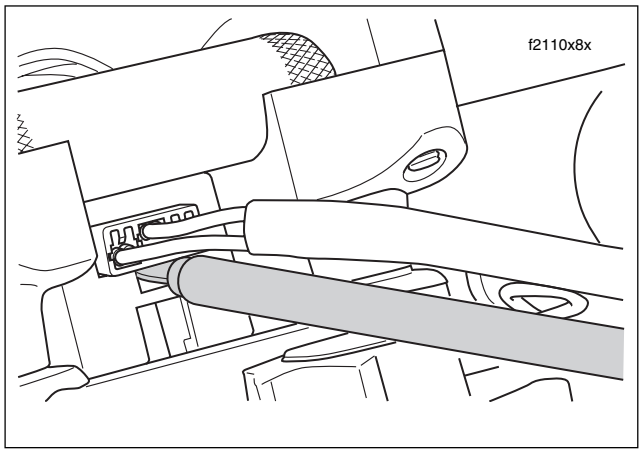

Figure 8-75. Pull Main Harness Conduit and Tool to Release Socket Housing
c. Grasping main harness conduit and tool, pull both at the same time to release socket housing from ignition switch housing. See Figure 8-75.